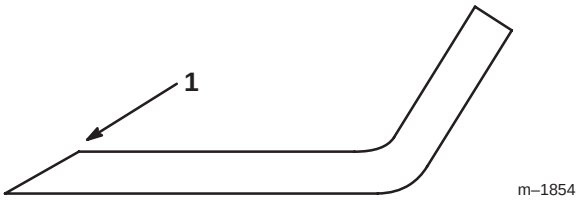

Bild 29
1. Schärfen Sie die Schneidkante an beiden Enden des Schnittmessers mit einer Feile (Bild 29). Behalten Sie den ursprünglichen Winkel bei. Das Schnittmesser behält seine Auswuchtung bei, wenn von beiden Schneidkanten die gleiche Materialmenge entfernt wird.